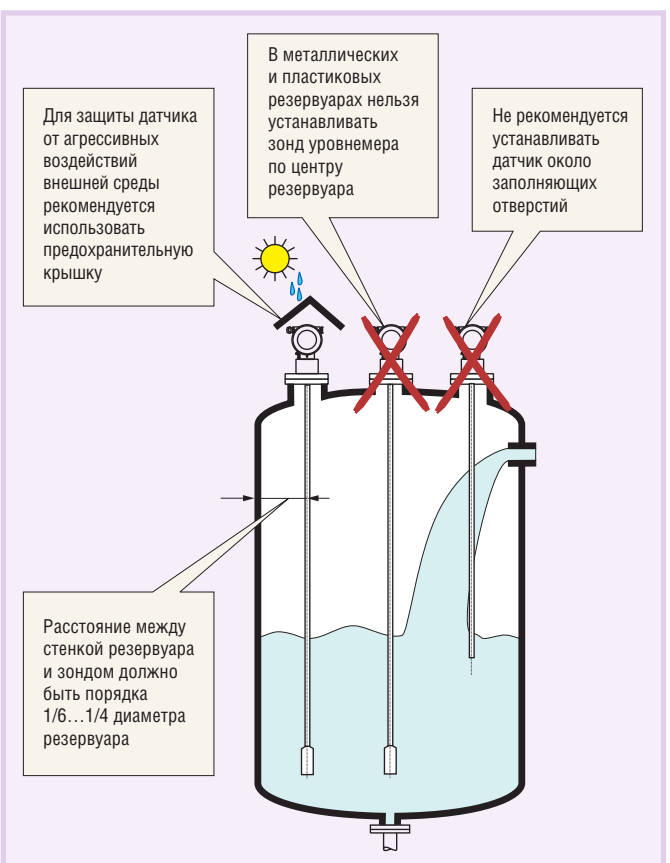

Рис. 7. Иллюстрация к основным рекомендациям по монтажу уровнемера в резервуаре с жидкостью
- Рекомендуемое расстояние между стенкой резервуара и зондом (рис. 7) должно быть порядка 1/6...1/4 диаметра резервуара (справедливо для диаметров не менее 100 мм).